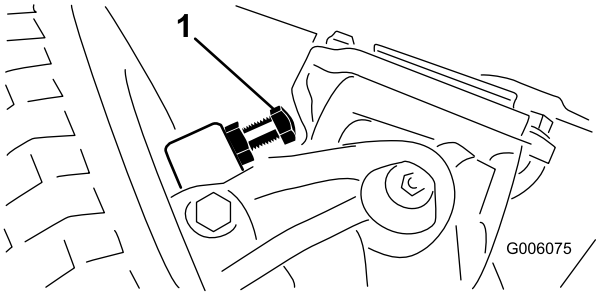

Figur 59
1. Skruva in eller ut bultarna tills ett spel på 2,286 mm erhålls (Figur 59).